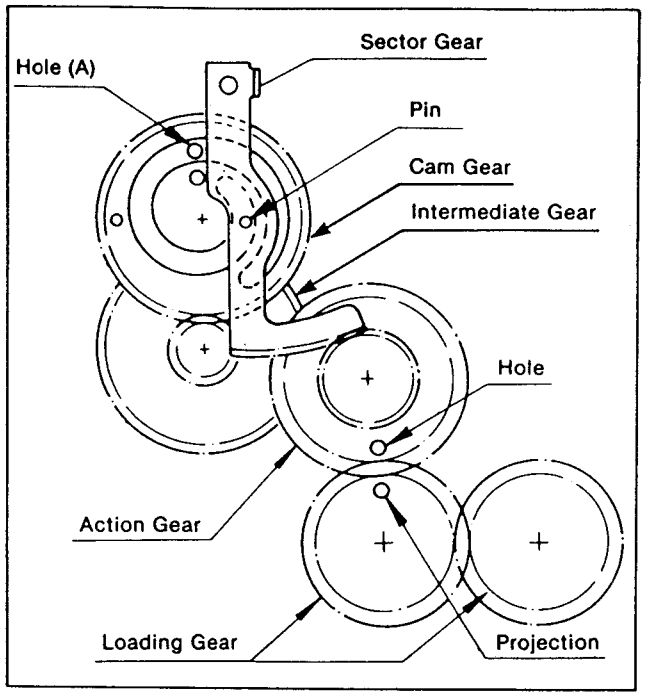

Figure M44
6. The gear configuration should now be as shown in Figure M44.